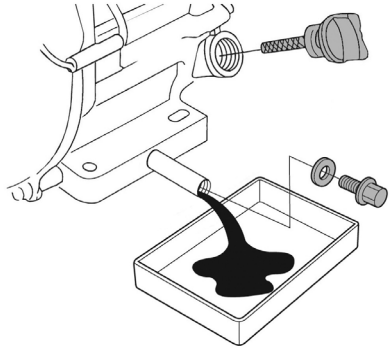

Рис. 27. Замена масла в двигателе
6. Удерживая одним ключом трубку-удлинитель от проворачивания, открутите пробку для слива масла и слейте отработанное масло в подготовленную для этого емкость (Рис. 27).